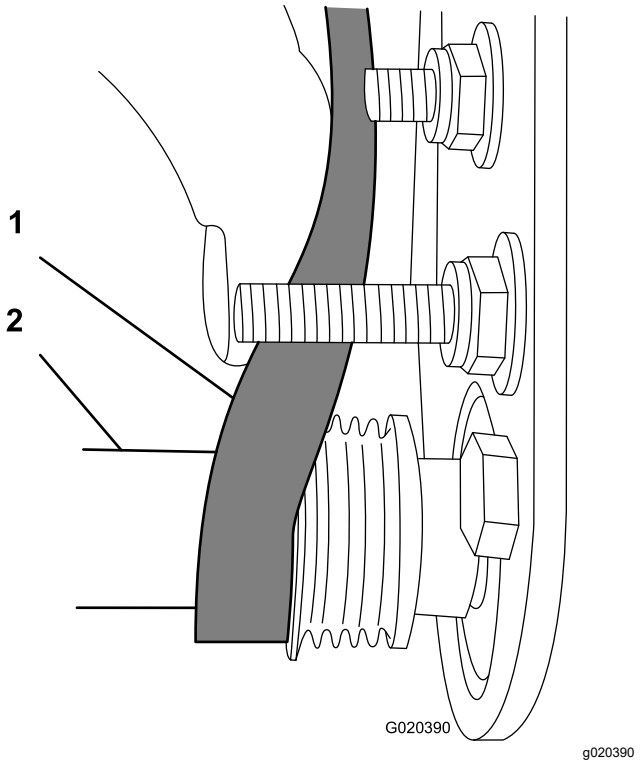

Figuur 17
- Begin bij de **aangedreven** poelie (Figuur 17).
- Gebruik een 9/16" diepe dop om de borstel te draaien en de riem om de aangedreven poelie te leiden (Figuur 17).